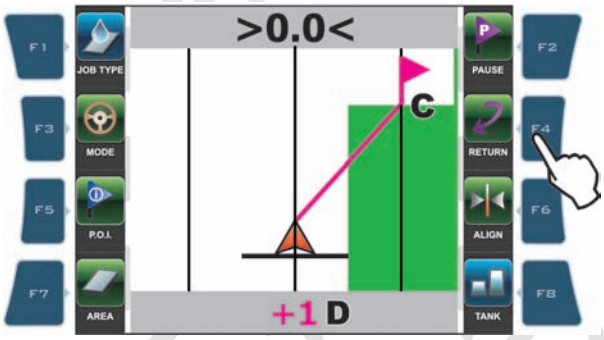

Fig. 237
Press **F4** to receive guidance information and go back to point of interest "Pause" (Fig. 237):
- A fuchsia line connecting the middle position to the flag shows the trajectory to be followed to get closer to marked point (**C** in Fig. 237).
- The display shows in fuchsia the number of tracks to be crossed before reaching point (**D** in Fig. 237):